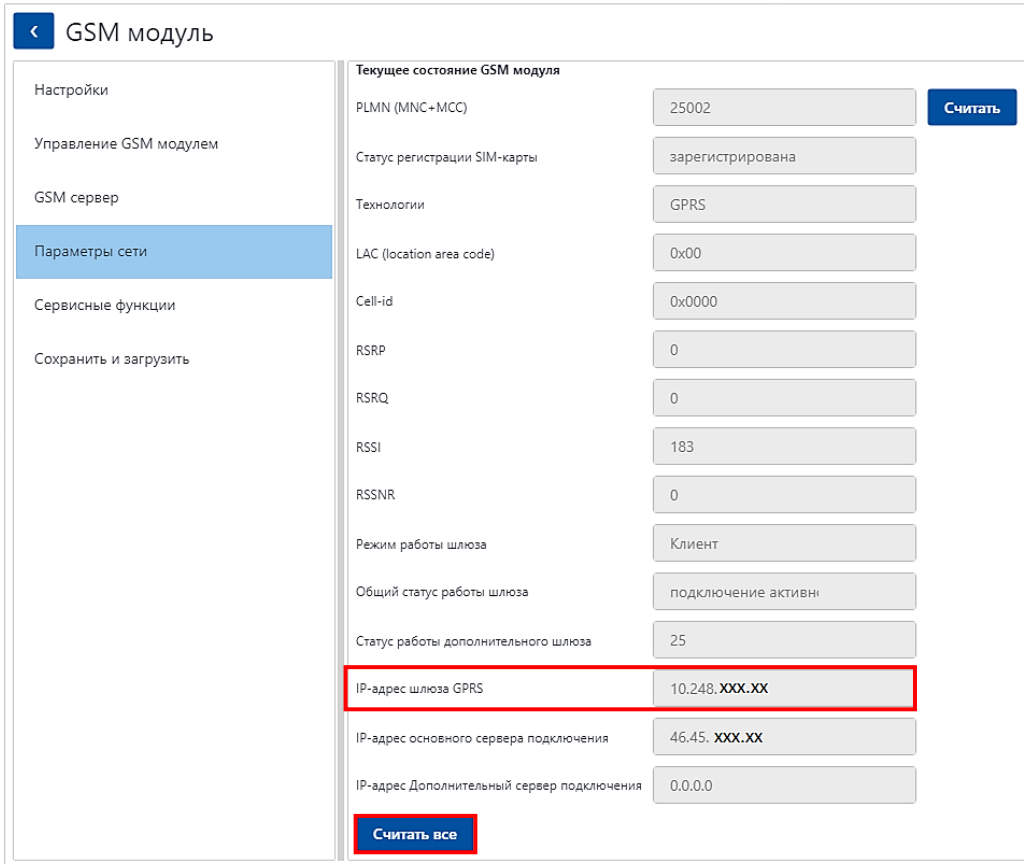

Рисунок 3.2 – Считывание IP-адреса.
3.6.2 После подключения в меню ***GSM модуль → Параметры сети*** в конце списка нажмите кнопку ***Считать*** (рис. 3.2). Результат считывания IP-адреса SIM-карты отобразится в этом же окне в строке ***IP адрес шлюза GPRS***.
4.3.2 Необходимо узнать у оператора фактический IP-адрес своей SIM-карты, либо определить его с помощью «Meter tools» путем подключения по другому каналу связи и считывания данных GSM (рис. 3.2).